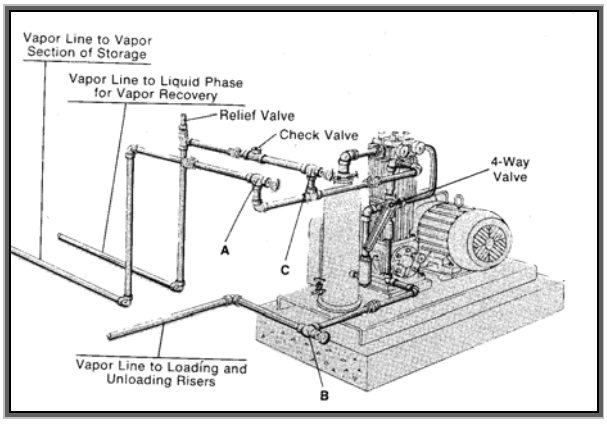

Figure 5.1.5b
2. Check to be sure the four-way valve and the plant valves have been set so that the compressor will remove vapor from the plant storage tank and discharge it into the railcar. Figures 5.1.5b and 5.1.5c illustrate the compressor 4-way valve and piping positions for unloading in a *typical* bulk plant. Plant piping might vary. Verify the proper valve positions and operating procedures for each bulk plant.
6. Reverse the four-way valve and adjust the plant piping manifold so the compressor will withdraw vapor from the railcar and force it through the liquid space of the plant storage tank (refer to Figures 5.1.5b and 5.1.5c). Restart the compressor and check the pressure gauges for excessively high discharge or excessively low intake pressure. If either occurs, shut down the compressor and correct the problem before continuing.